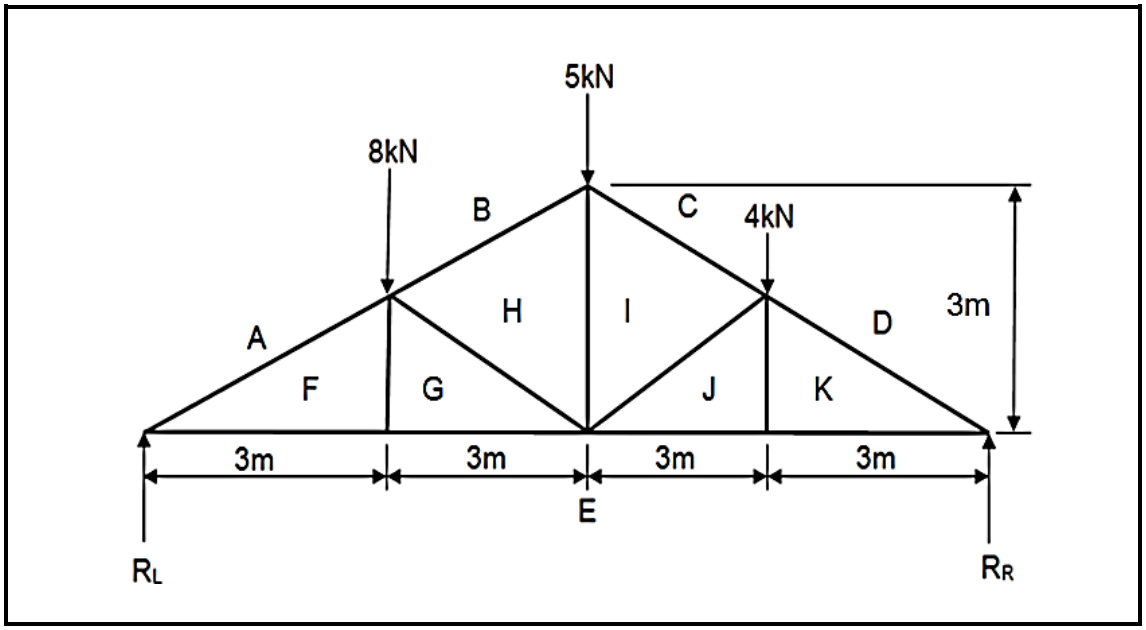

FIGUUR 3
4.1 'n Enkelvoudig ondersteunde dakkap is belas soos in FIGUUR 3 getoon.